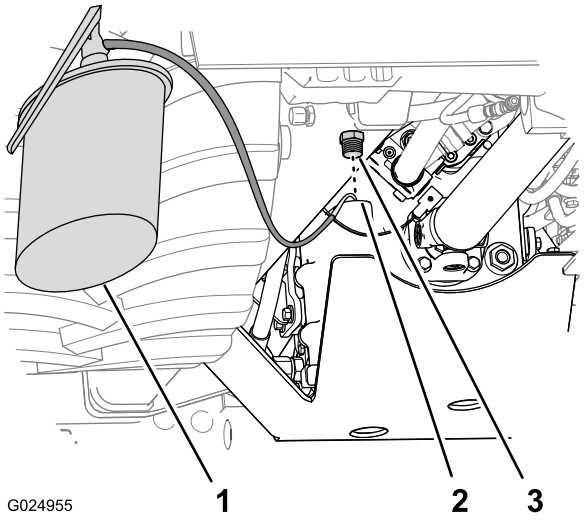

Figura 95
4. Llene la transmisión de aceite del tipo especificado a través del orificio de llenado (Figura 95).